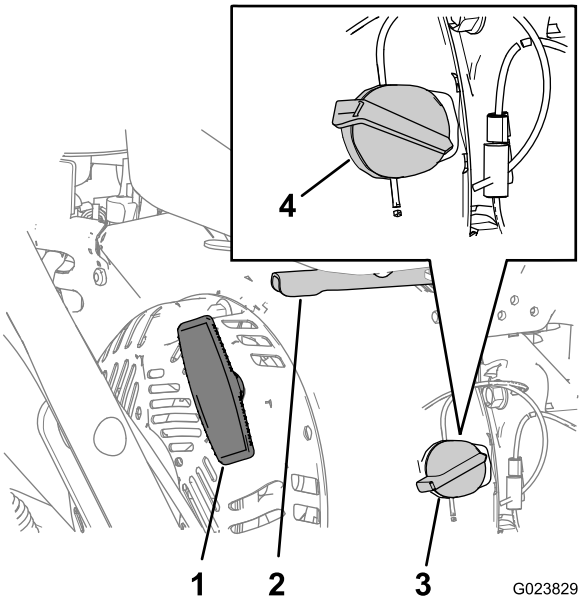

Figur 10
1. På høyre side av motoren, vri av/på-bryteren for motoren med klokken til PÅ-stillingen (Figur 10).
3. Flytt gasspaken til midtveis mellom LANGSOMT- og HURTIG-stillingene på høyre, bakre side av motoren (Figur 10).
4. Dra sakte i motorens starthåndtak, og stopp når du kjenner motstand (Figur 10).
2. Flytt gasspaken til midtveis mellom LANGSOMT- og HURTIG-stillingene (Figur 10).
3. La motoren gå i minst 15 sekunder, og vri så av-/på-bryteren for motoren til AV-stillingen for å stoppe motoren (Figur 10).